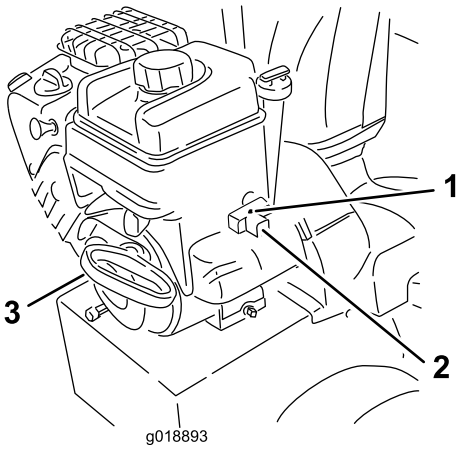

Rysunek 26
7. Uruchom maszynę, pociągając za rozrusznik linkowy lub naciskając przycisk rozrusznika elektrycznego (Rysunek 26).